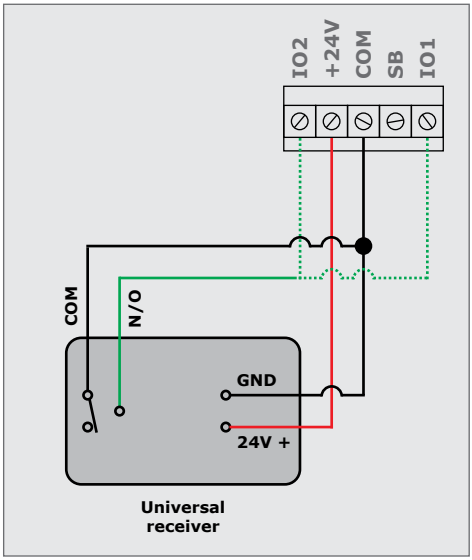

FIGURE 83. WIRING A UNIVERSAL RECEIVER TO THE SDO4 SMART
- The trigger/TRG (green wire) in Figures 83, 84 and 85 can be either wired into IO1 or IO2, depending on the sites individual needs